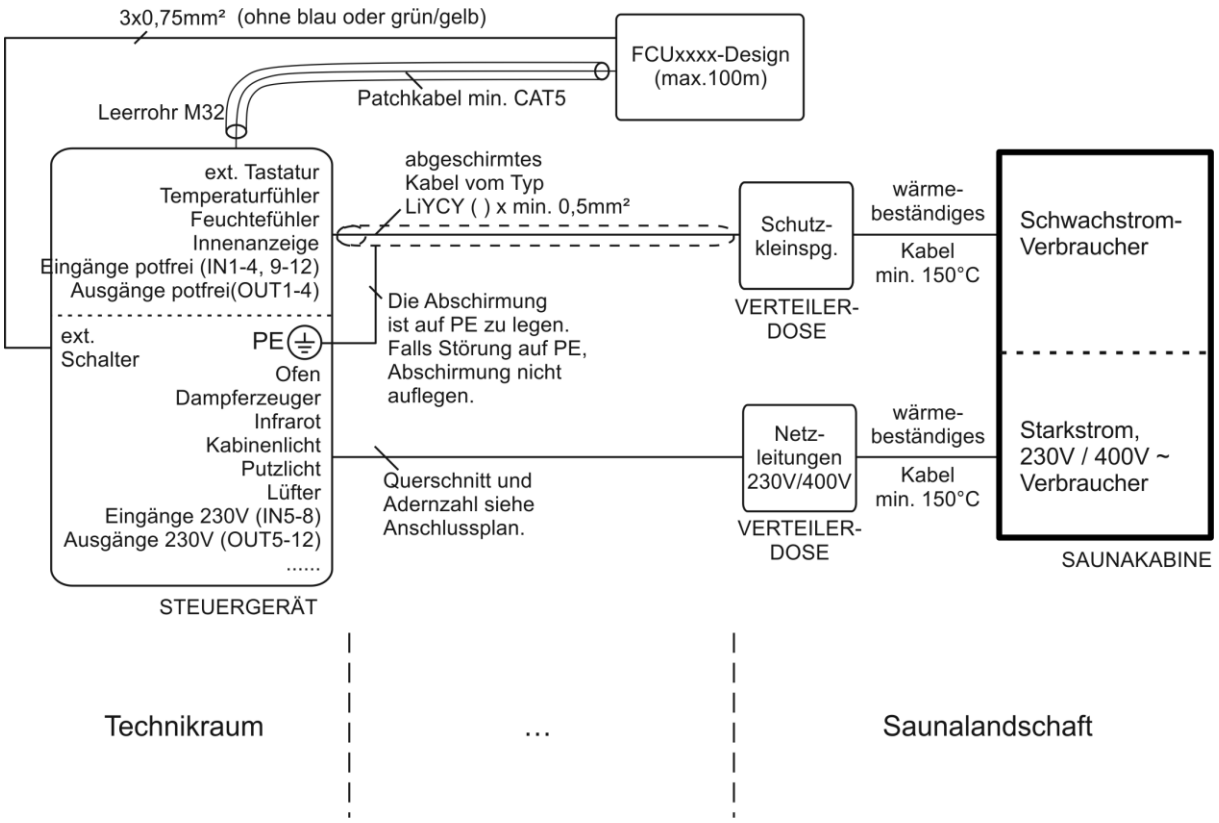

Abb. 1: Verkabelung bei Montage des Saunasteuergerätes nicht direkt an der Kabinenaußenwand
- Je eine Verteilerdose für die Signalleitungen und für die Netzleitungen gemäß Abb. 1 setzen.